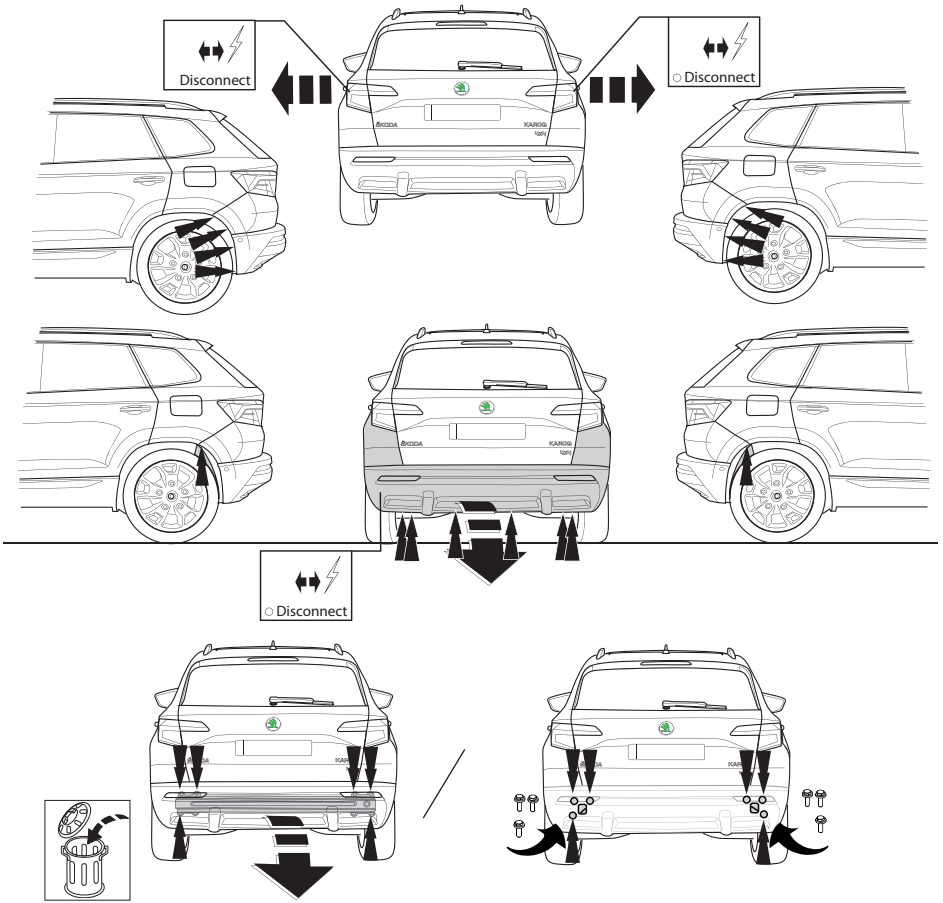

Fig. 1
2. Снять бампер вместе со стальным буферным брусом автомобиля буферный брус больше не понадобится. Поставить болты на место. См. рисунок 1.